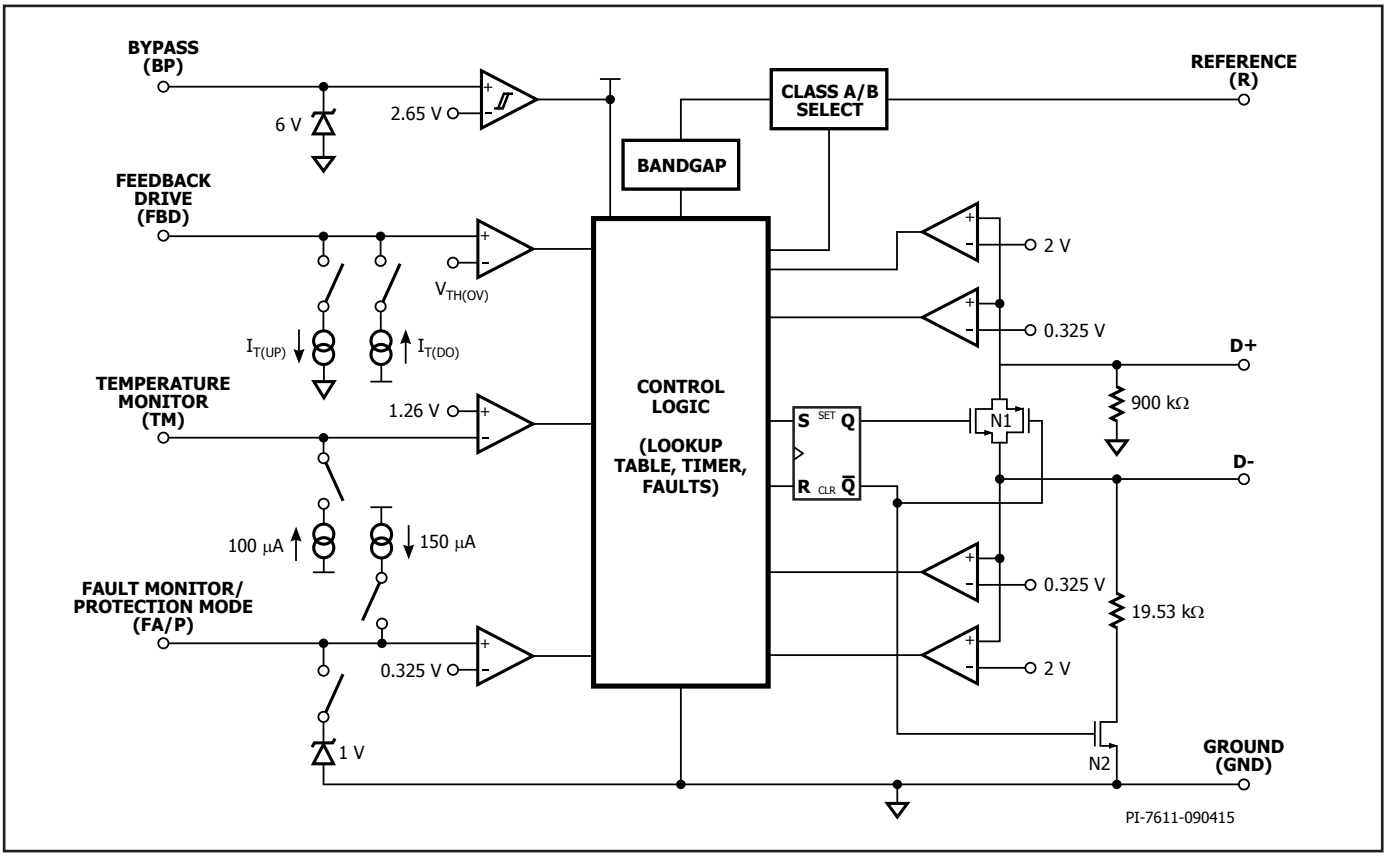

Figure 3. Functional Block Diagram.
At power-up CHY103 turns on switch N1 (see Figure 3) short-circuiting USB data lines D+ and D- for the initial handshake between AC-DC adapter (DCP) and powered device (PD) as described in the USB Battery Charging specification revision 1.2. After the USB BC 1.2 handshake is completed, CHY103 will turn off switch N1 if it detects a Quick Charge 3.0 or Quick Charge 2.0 compliant PD. At this point the Quick Charge 2.0 handshake followed by the Quick Charge 3.0 handshake can take place as described in the Quick Charge 2.0 and Quick Charge 3.0 protocol specification. Upon completion of the Quick Charge 2.0 and Quick Charge 3.0 handshakes, CHY103 will turn on switch N2 (see Figure 3) connecting a 19.53 kΩ pull-down resistor to USB data line D-.
When the USB cable is unplugged the voltage level at D+ is pulled down by CHY103's internal resistor (see Figure 3). Once it drops below 0.325 V CHY103 will enter default mode (switch N1 is on, switch N2 is off) and sets the default output voltage of 5 V.